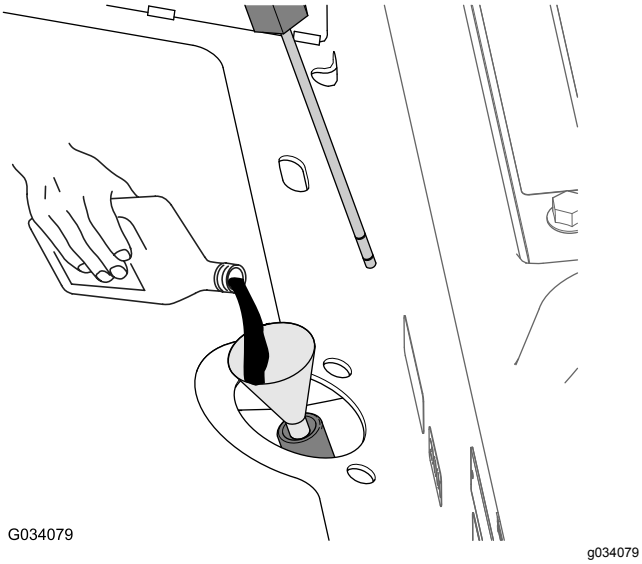

Figuur 83
5. Als het vloeistofpeil lager is dan de onderste markering op de peilstok, moet u de gespecificeerde vloeistof in de vulbuis (Figuur 83) gieten totdat het vloeistofpeil tussen de bovenste en onderste markering op de peilstok komt (Figuur 82).
6. Giet de gespecificeerde hydraulische vloeistof in de vulbuis (Figuur 83) tot het vloeistofpeil in de transaxlebehuizing (reservoir) midden tussen de bovenste en onderste markering op de peilstok staat (Figuur 82).